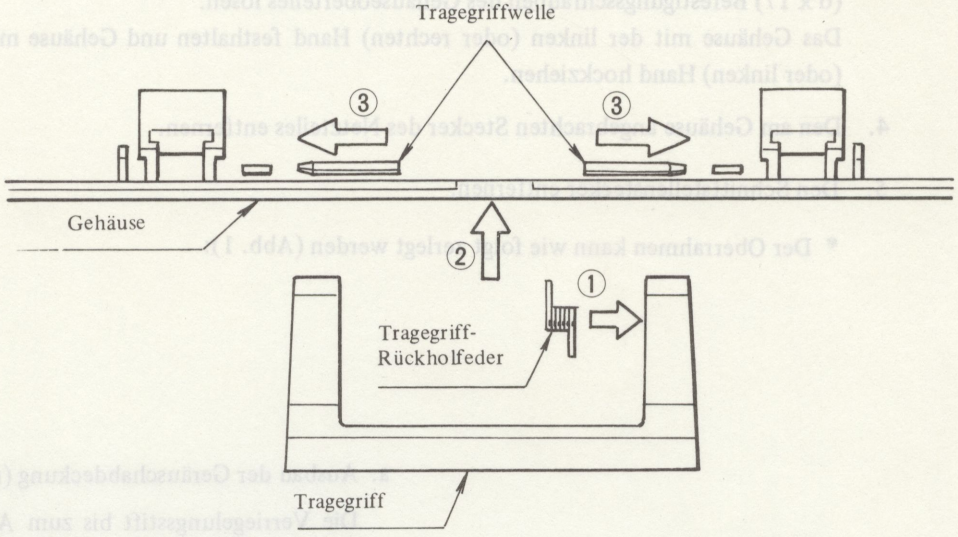

Abb. 2
2. Der Tragegriff ist gemäß Abb. 2 zu montieren (nur Modell CE-50 (501) und CE-60 (601)).